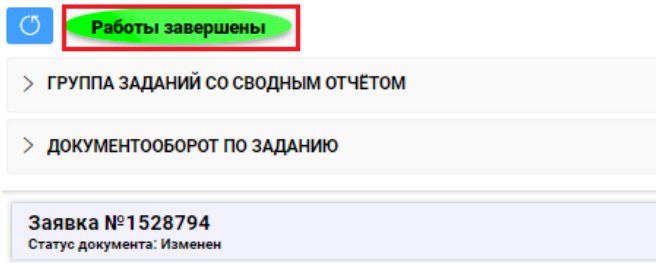

Рисунок 37 - Изменения статуса Заявки на «Работы завершены» в личном кабинете Диспетчера
- Инженер перевел Заявку в статус «Работы завершены», статус Заявки в личном кабинете Диспетчера изменился на «Работы завершены» (Рис. 37).